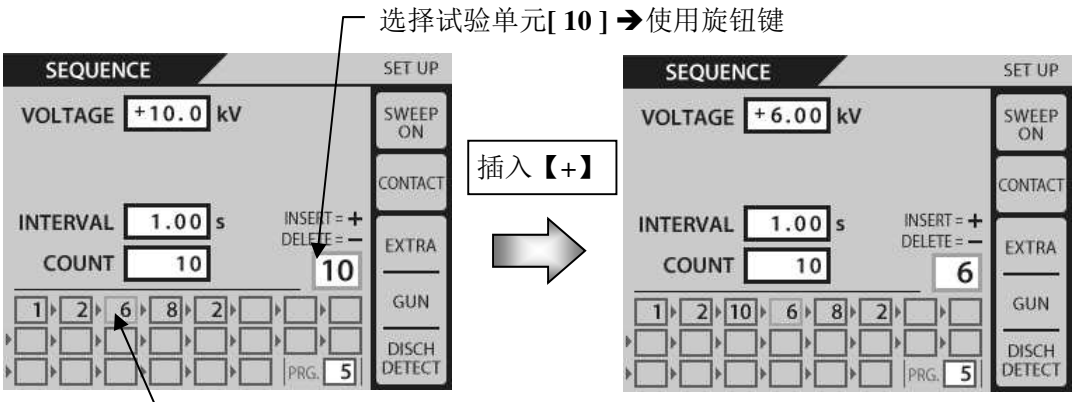

图 17.4　顺序程序作成例
4)　请参考下一页**图 17.4 顺序程序的作成例**，然后请制作顺序程序。